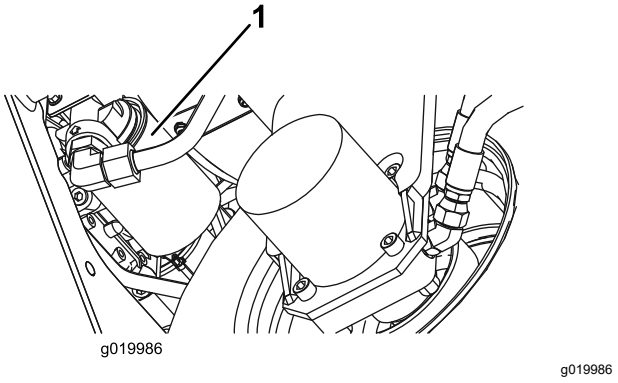

Figur 78
2. Rengjør området der filteret skal festes. Plasser et tappefat under filteret (Figur 78), og ta ut filteret.